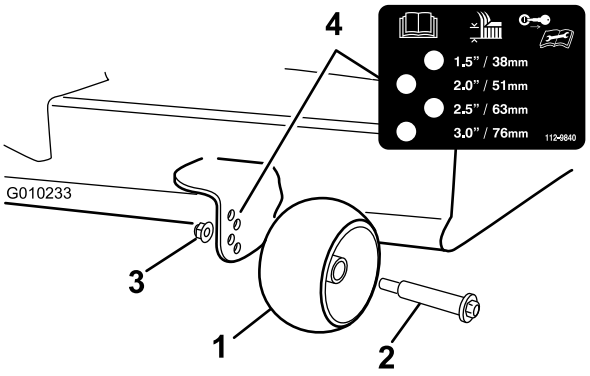

Figur 21
3. Justera antiskalvalsarna (Figur 21) så att de motsvarar närmaste klipphöjd.